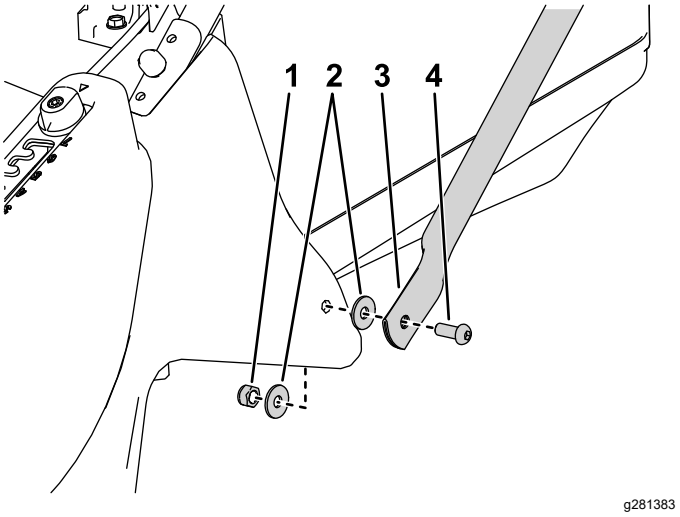

Rysunek 4
3. Zamocuj dolne końce wsporników uchwytów do obu stron podwozia tnącego, używając śruby, podkładek płaskich po wewnętrznej i zewnętrznej stronie obudowy podwozia tnącego oraz nakrętki zabezpieczającej (Rysunek 4).